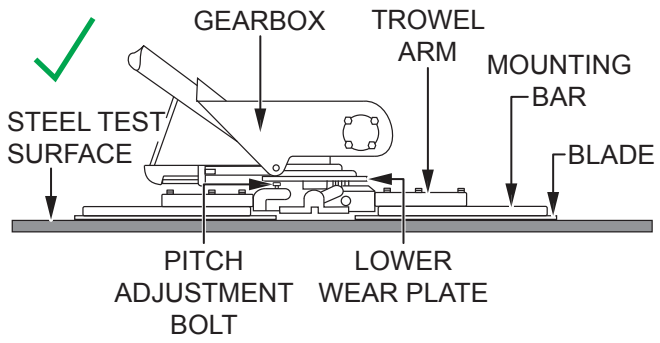

Figure 70. Blades Pitched Flat (Correct)
2. Pitch the blades as flat as possible (Figure 70). The pitch adjustment bolts should barely contact (0.10 inch maximum clearance) the lower wear plate. All adjustment bolts should be spaced the same distance from the lower wear plate. If any one of the bolts does not make contact, adjustment is necessary.